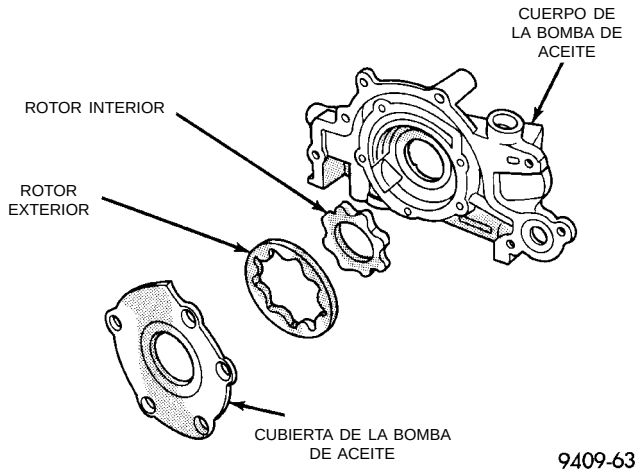

Fig. 101 Verificación de la superficie plana de la cubierta de la bomba de aceite
(1) Realice una limpieza profunda de todas las piezas. La superficie de contacto de la bomba de aceite debe ser lisa. Reemplace la cubierta de la bomba si ésta tiene raspaduras o acanaladuras.
(2) Coloque un escantillón sobre la superficie de la cubierta de la bomba (Fig. 101). Si se puede introducir un calibrador de espesor de 0,076 mm (0,003 pulgadas) entre la cubierta y el escantillón, debe reemplazarse la cubierta.